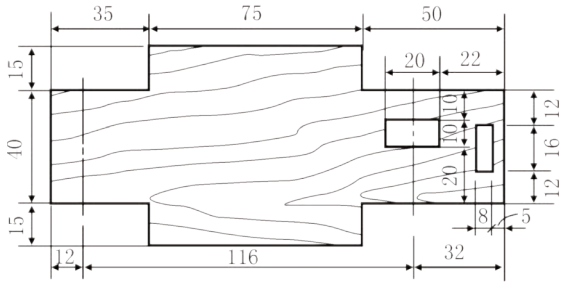
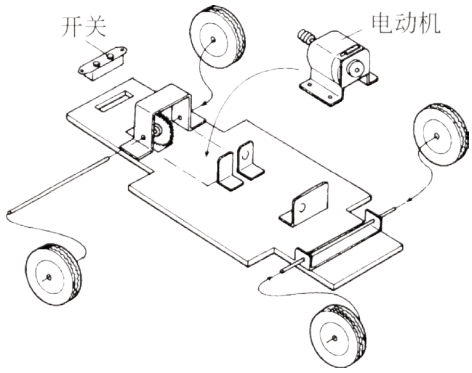

图6　汽车模型底板
图7　车底板安装
2. 汽车模型底板要承载一定的重物，要有一定的强度和厚度，为了便于加工，车底板可采用三夹板来制作（图6）。图7是部件在车底板上的装配图。